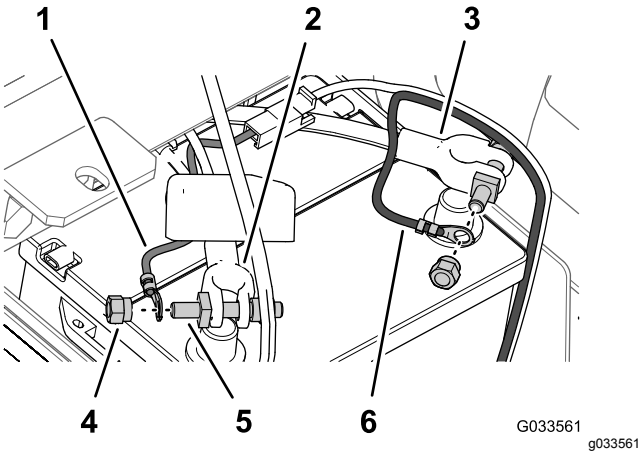

Figur 31
6. Fäst smältlänkens (sprutkablagets) ringkoppling på polen för den polskruv du fäste vid batteriets pluskabel med en klämmutter (Figur 31).
7. Fäst minuskabelns ringkoppling (svart–sprut-kablage) på polen för den polskruv du fäste vid batteriets minuskabel med en klämmutter (Figur 31).